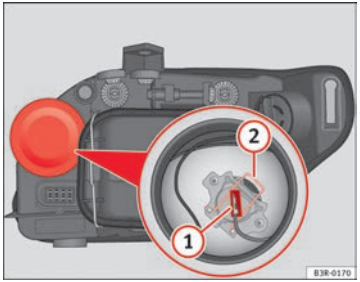

Fig. 209 Main beam headlights
- Remove the connector ⇒ Fig. 209 (1) from the bulb.
- Press the spring ⇒ Fig. 209 (2) inwards and to the right.